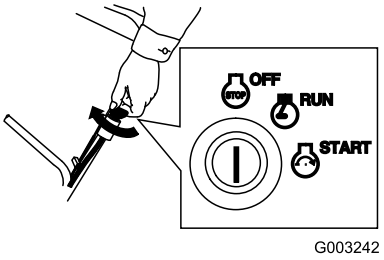

Figure 24
1. Turn the key to the Off position (Figure 24).